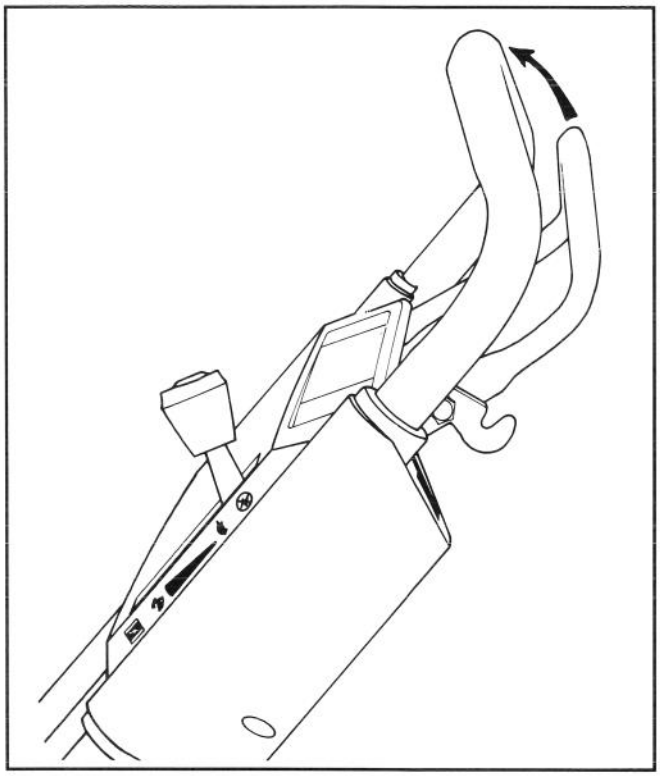

Afbeelding 11
5. AANDRIJVING (Afb. 11)—Druk de bedieningsstang tegen de hendel voor de aandrijving. Laat de bedieningsstang los om de aandrijving te stoppen.